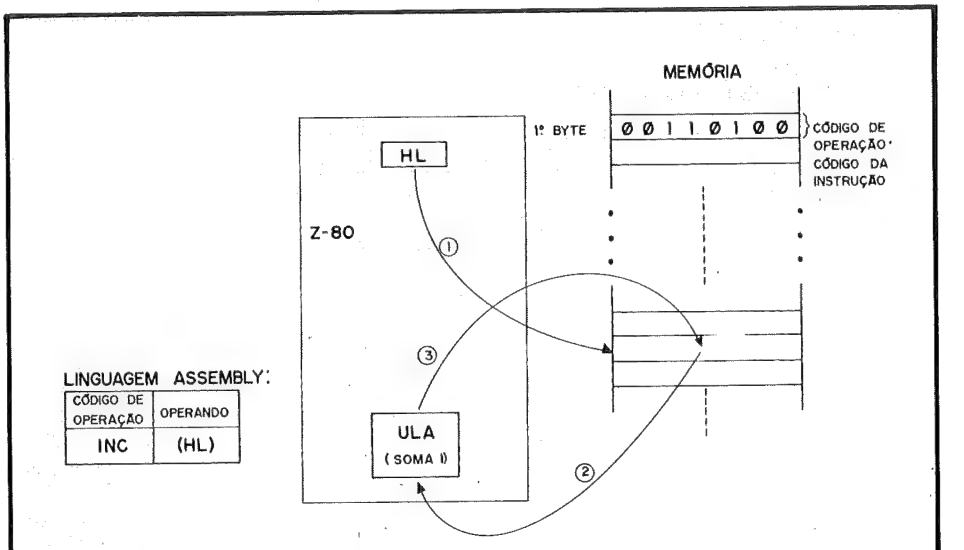

FIGURA 6 – ENDEREÇAMENTO POR REGISTRO INDIRETO
Por exemplo, a instrução INC (HL) incrementa de uma unidade o contéudo da posição de memória endereçada pelo par HL. A figura 6 mostra o formato e a operação desta instrução.